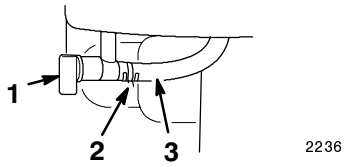

Figure 14
- **Fuel Shut-Off Valve** (Fig. 14)—The valve is located under fuel tank. Close the valve to stop the fuel flow from the fuel tank and open the valve to allow the fuel to flow to the carburetor. Close the valve you are not using the snowthrower.
3. Open the fuel shut-off valve (Fig. 14) by rotating it to the left.